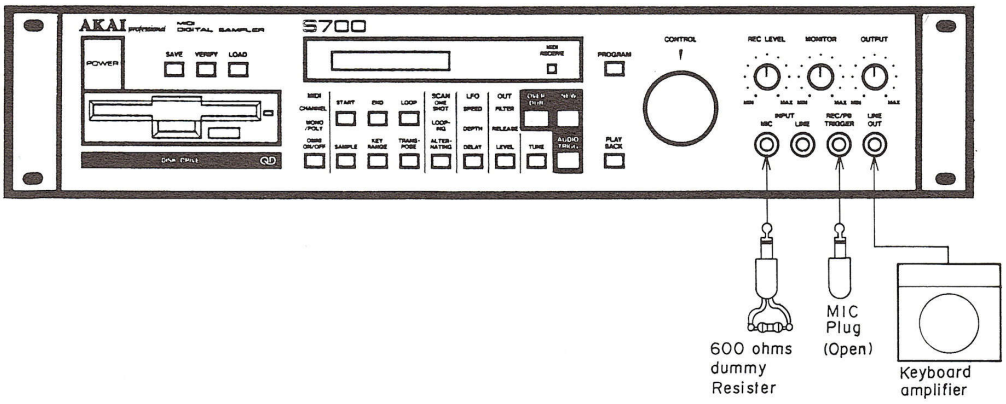

Fig. 5-1. Instrument Connection
1) Connect the 600 ohms dummy plug to MIC and only the Mic plug (open) to REC/PB TRIGGER on the front panel. (Refer to Fig. 5-1.)